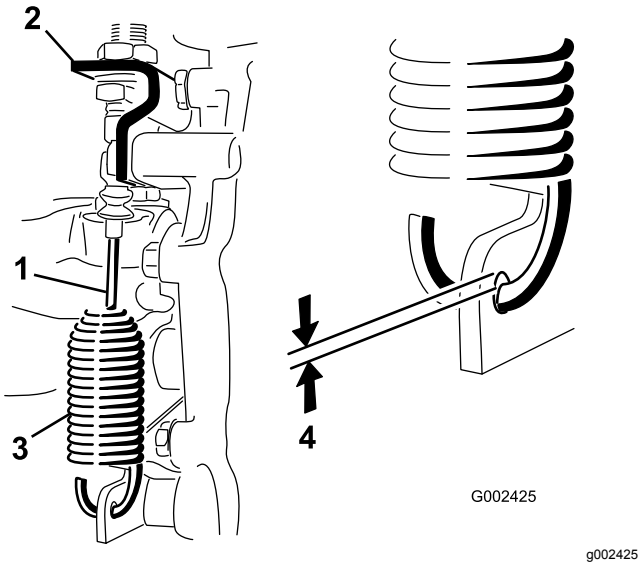

**Figuur 54**
2. Draai de contramoeren los waarmee de kabel van de differentieelvergrendeling vastzit aan de beugel op de transaxle (Figuur 54).